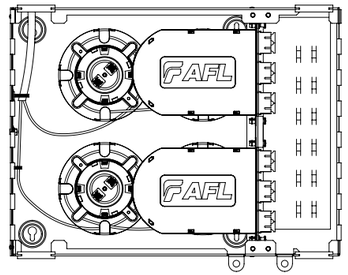

Figure 16
6. Slide Poli-MOD(s) into LGX slots and engage nylatch plungers to secure module in place **(Figure 16)**. Customer-side fiber can be routed through horseshoe grommet as shown in step 3.